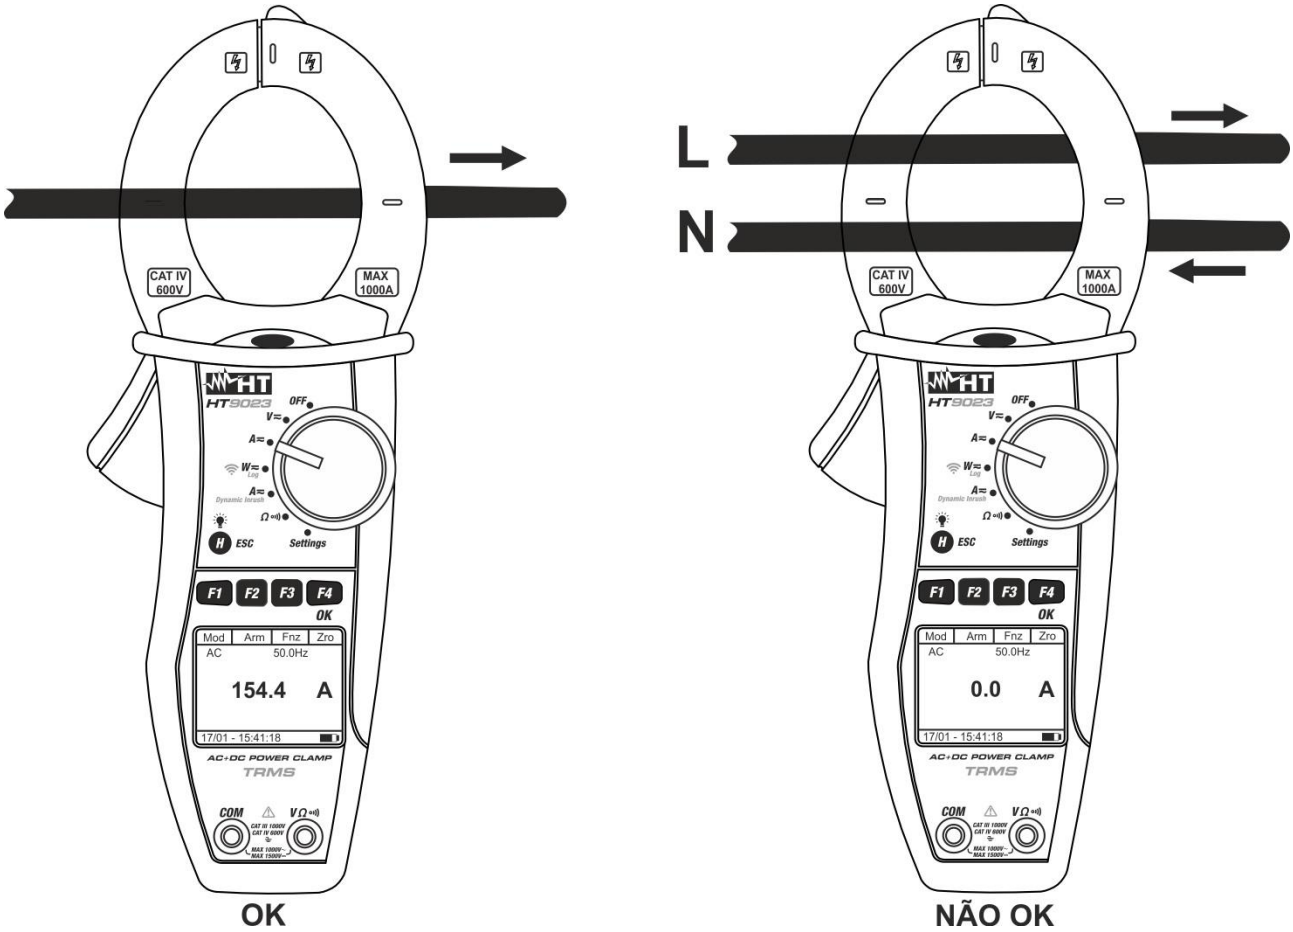

Fig. 10: Medição de Correntes CA/CA+CC
5. Inserir o cabo no interior do toróide, no centro do mesmo, para obter medições precisas (ver Fig. 10 – lado esquerdo). Utilizar as marcas existentes como referência (ver Fig. 2)